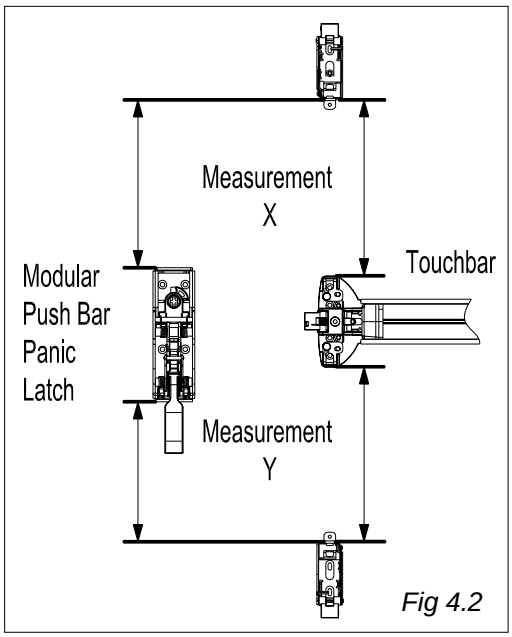

Fig 4.2
7) To fit Pullman rods: if the rods require shortening, take measurements: X and Y **(see Fig 4.2**).